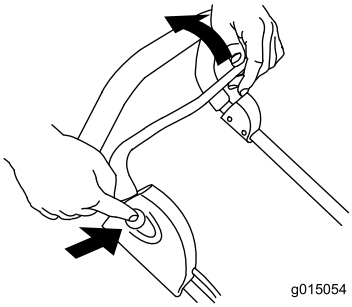

Figur 10
4. Mens du holder inne knappen, dra styrestangen mot håndtaket (Figur 10).